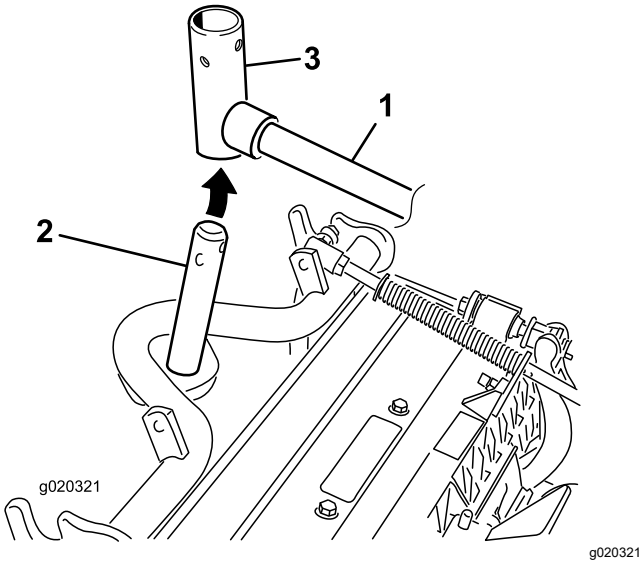

**Figur 10**
3. Hvad angår de forreste klippeenheder, skubbes en klippeenhed ind under løftearmen, mens bærerammeakslen sættes op i løftearmens drejegaffel (Figur 10).
2. Sæt løftearmsgaflen på bærerammens aksel (Figur 10).